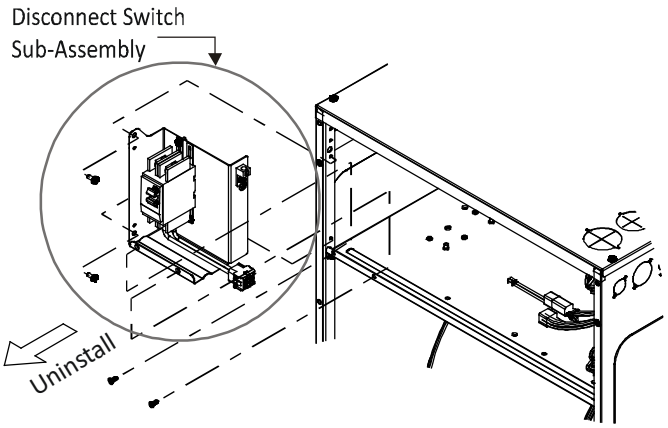

**Figure 20**
**NOTE: AIR HANDLER WITH DISCONNECT SWITCH - Attach the supply wires to the disconnect switch terminals as shown in the unit wiring diagram using appropriately sized solderless connectors or other NEC or CEC approved means. A ground lug is also provided on the disconnect switch mount bracket (Figure 20) in the electrical compartment. The ground wire from the power supply must be connected to this ground lug.**
**NOTE: AIR HANDLER WITH DISCONNECT SWITCH - Do not use disconnect switch assembly inside the unit while installing Heat kit. Refer Figure 20 to know how to remove disconnect switch assembly from unit.**